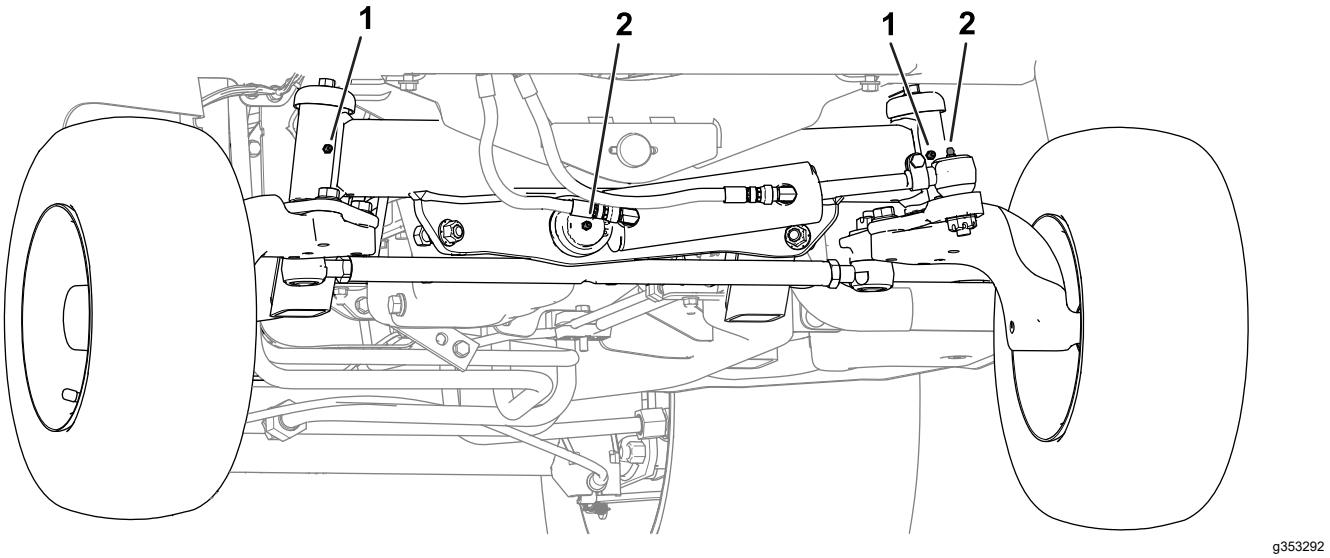

Figur 51
- **Maskinens bakre del** (Figur 51):
- Hydraulcylinderns kulled (2)
- Axelspindelnav (2)